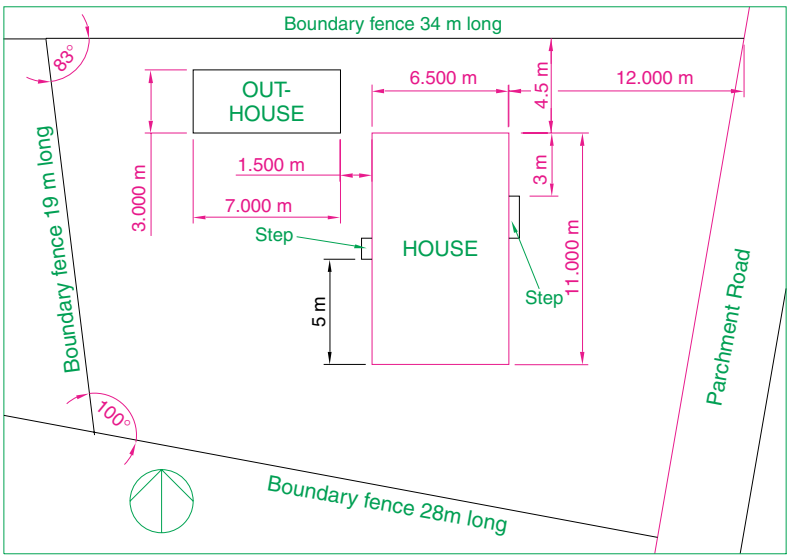

Fig. 12.10 Exercise 2
2. Fig. 12.10 is a site plan of a two-storey house to be built on abuilding plot. Design and construct to a scale 1:50, a suggested pair of floor layouts for the two floors of the proposed house.